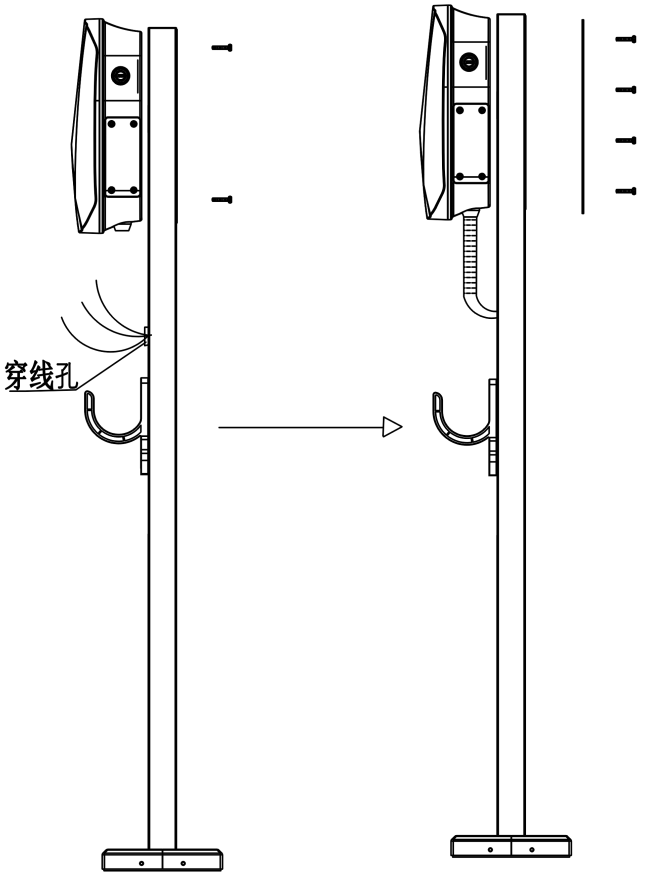

图 8
8、设备主电线从立柱上穿线孔穿出，再用 20PVC 波纹管接入主机进线口，如图 8。